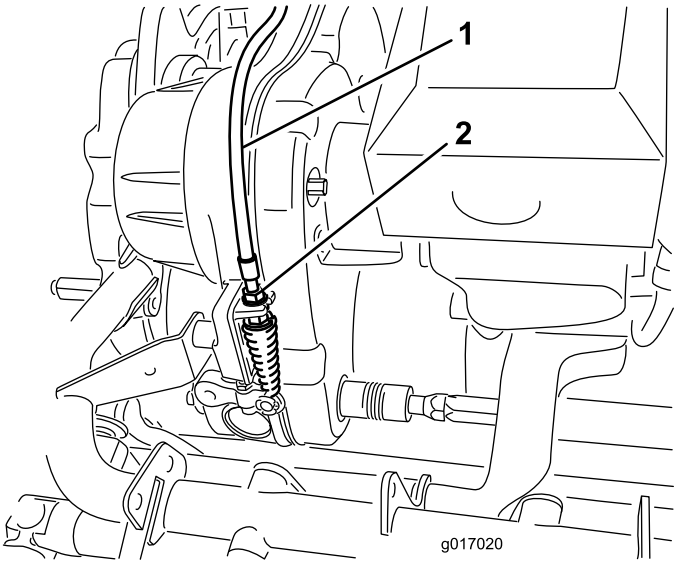

Figura 47
2. En el soporte de la transmisión, ajuste el cable de control del molinete (Figura 47), para obtener una longitud de 2,78–2,85 pulgadas (70,6–72,4 mm).